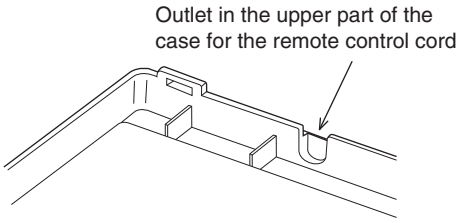
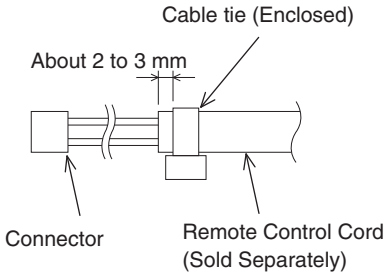

Fig. 3-26
Fig. 3-27
(2) To enable the receiver's wiring to stick out from the upper part of the case (thin part at center-top), use side-cutters or the like to cut a hole in the case big enough for the remote control cord (sold separately). (Fig. 3-26)
(3) Disconnect the wires that were connected at shipment from the connector.
(4) After installing the remote control cord (sold separately) at the position in Fig. 3-27 with the enclosed cable tie, connect it to the connector on the receiver.